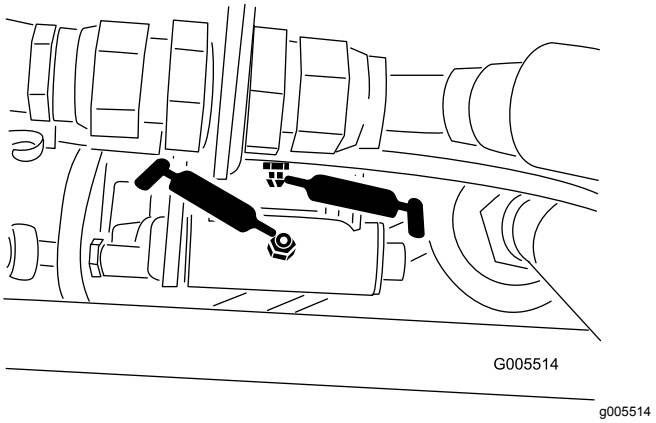
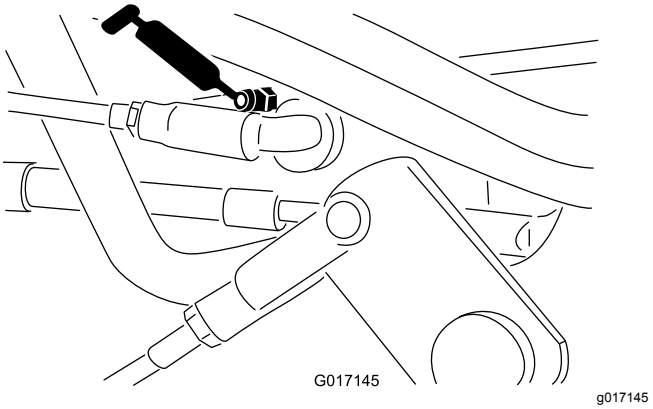

Figur 42
Figur 43
- Växelväljarlänkaget (Figur 42 och Figur 43)